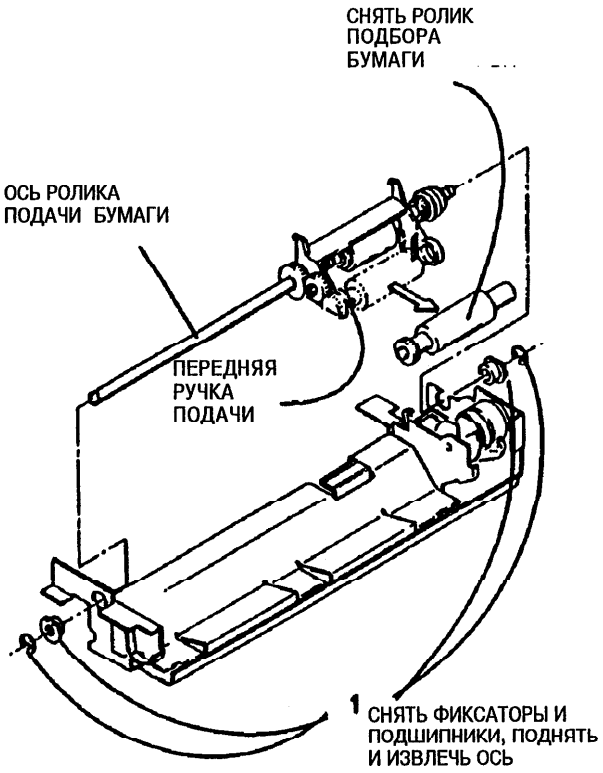

Рис. 1. Снятие ролика подбора бумаги
3. (Рис. 1): Удалить ролик подбора бумаги, сняв его с передней ручки подачи.